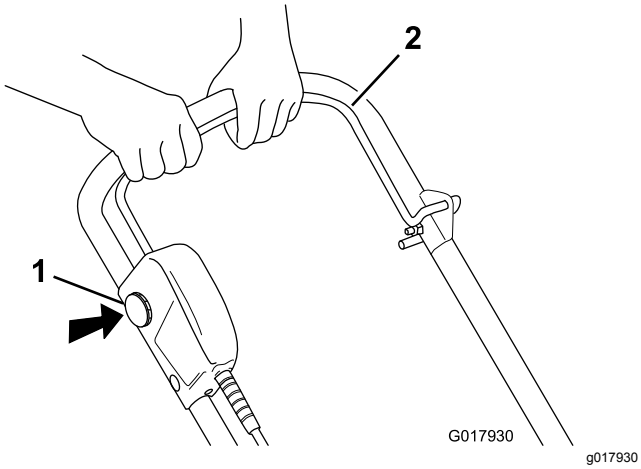

**Figur 10**
1. For å starte motoren, sett sperreknappen (nøkkelen), trykk og hold sperreknappen (nøkkelen) og klem strømmen styrestangen mot håndtaket (Figur 10).